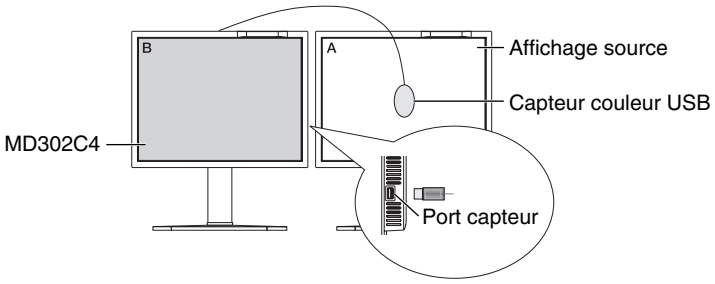

Figure C.1
1. Pour afficher le menu CALIBRAGE, branchez le capteur couleur USB au port capteur (**Figure C.1**) ou sélectionnez CALIBRAGE AUTOMATIQUE dans le menu avancé (page 25).
4. Lors de la procédure, on vous demandera de placer le capteur de couleur USB au centre du panneau d'affichage (**Figure C.4**). Inclinez le panneau d'affichage d'environ 5° vers l'arrière et placez le capteur de couleur USB au centre du panneau d'affichage (**Figure C.1**).